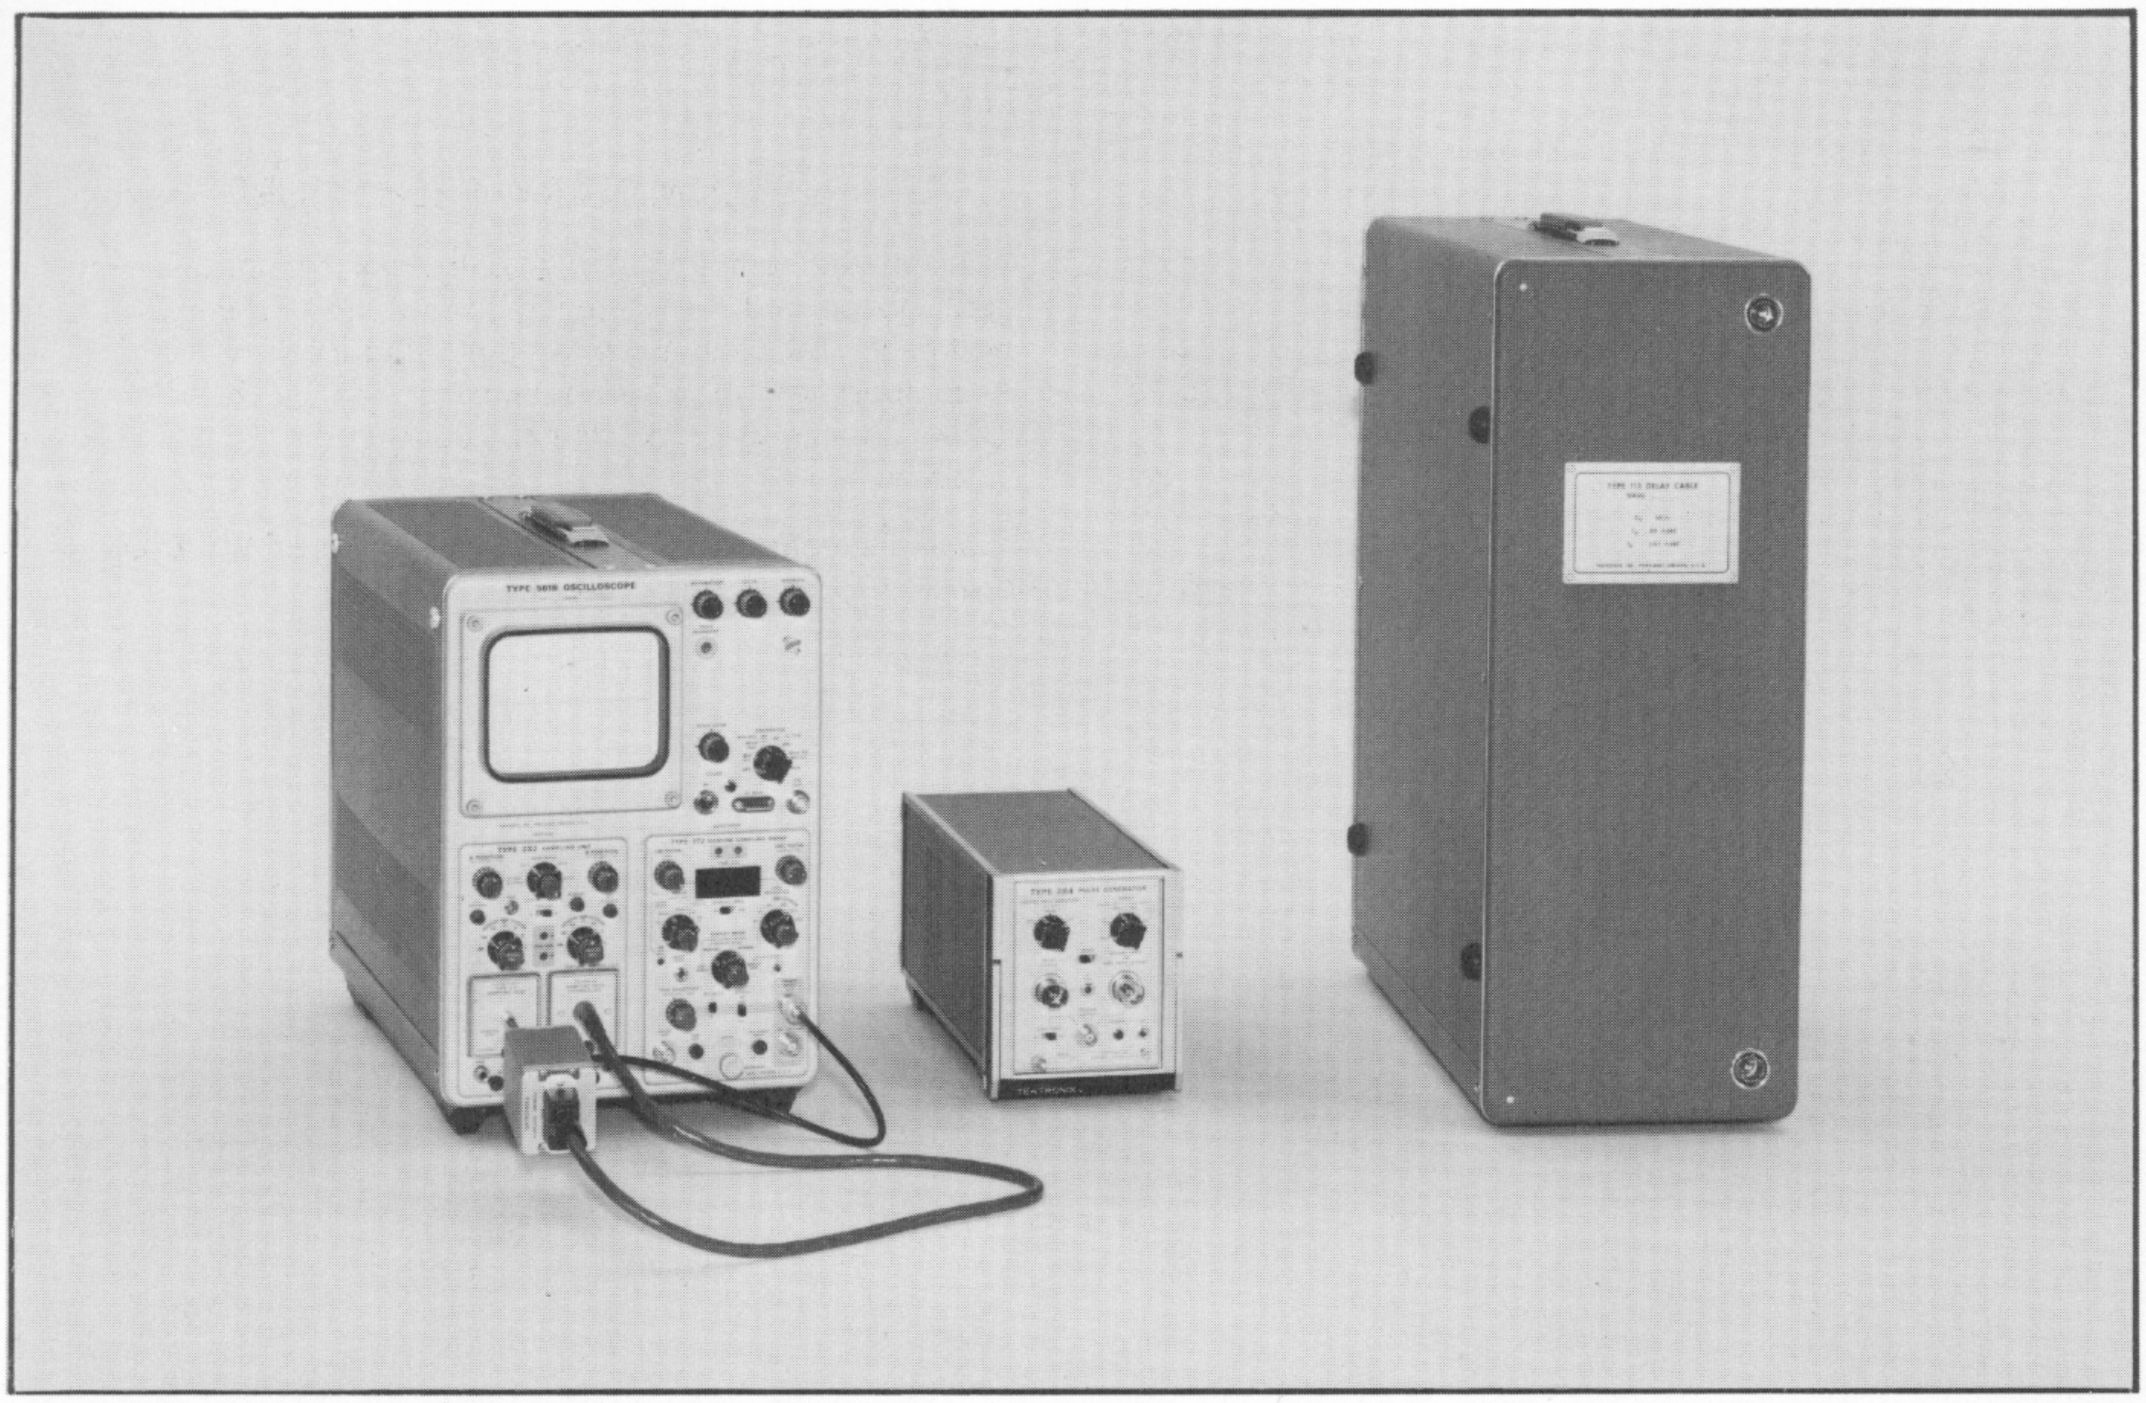

Fig. 5-2. Initial equipment setup.
Set the controls as listed following Fig. 5-2. Adjustments are accessible without removing the case.
a. Connect the Pulse Output connector to the solid coaxial line with 3 mm connectors and to the Type S-4 Input connector. Connect the Pretrig Out connector to a BNC to BSM coaxial and to the sampling sweep unit 50 Ω Trigger Input connector. The equipment setup is shown in Fig. 5-2.
(1) Appearance of the fast rise portion with a less than tolerance pulse width,
(2) Fast rise portion moves to the left to position at the top of the slow rising portion, note this position,
(3) Continue clockwise rotation to move the fast rise portion ½ to 1 ns to the left of the position noted in (2).
a. Connect the Pulse Output connector to the solid coaxial line with 3 mm connectors and to the Type S-4 Input connector. Connect the Pretrig Out connector to a BNC to BSM coaxial cable and to the sampling sweep unit 50 Ω Trigger Input connector. The equipment setup is shown in Fig. 5-2.